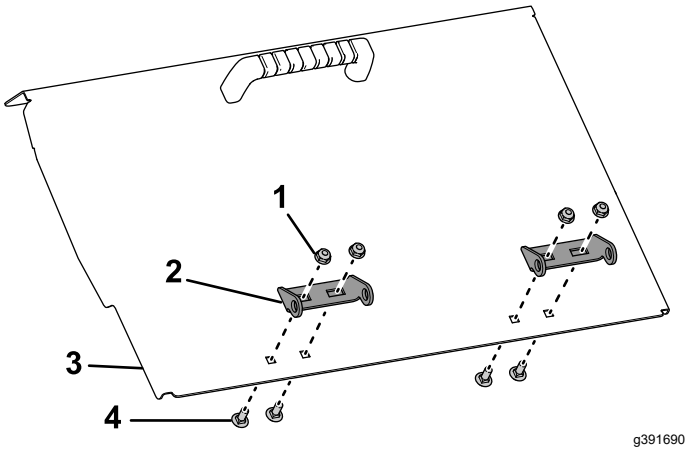

Figur 7
6. Montera gångjärnet på trågluckan med hjälp av de medföljande vagnsskruvarna (¼ × ⅝ tum) och låsmuttrarna (Figur 7).